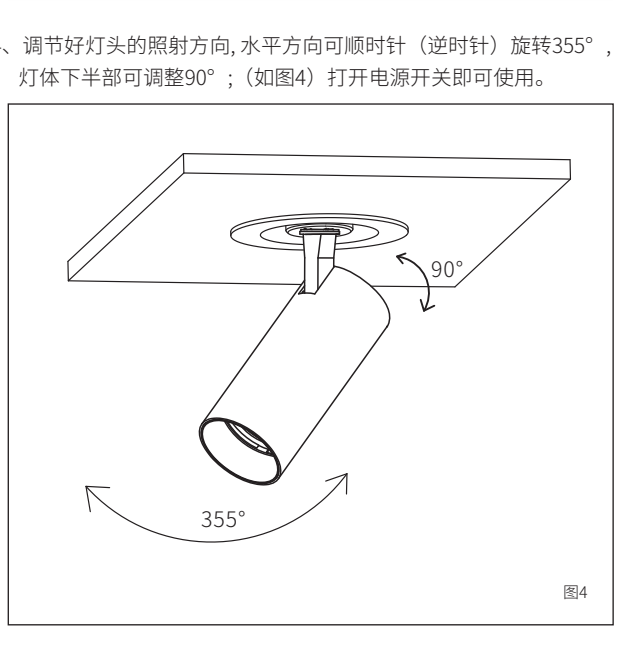

图4
4、调节好灯头的照射方向,水平方向可顺时针（逆时针）旋转355°，灯体下半部可调整90°；(如图4）打开电源开关即可使用。